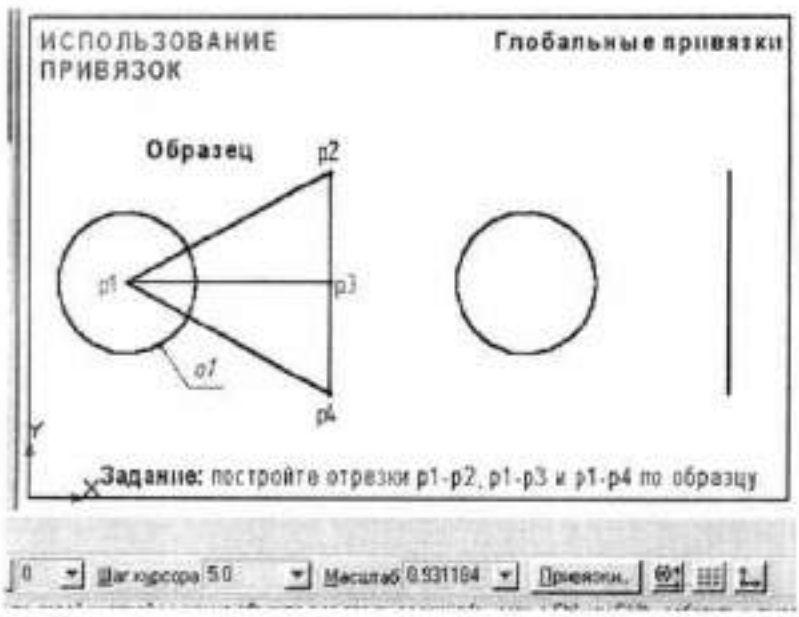

Рис. 12
Задание: постройте три отрезка p1 – p2, p1 – p3 и p1 – p4 по образцу. Начальные точки отрезков лежат в центре окружности 01, а конечные в начале, в середине и в конце отрезка p2 – p4 соответственно, рис. 12.
2. Постройте окружность о1 и отрезок р2 - р4, как показано на рис. 12.